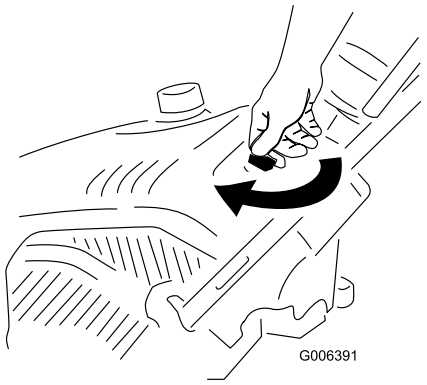

Figur 11
1. Vrid tändningsnyckeln medsols till det påslagna läget (Figur 11).